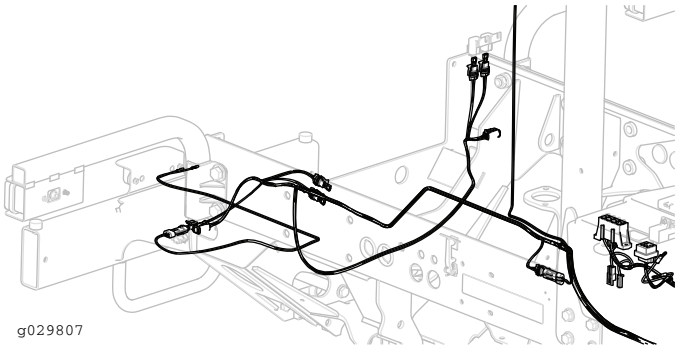

Bild 39
19. Verlegen Sie den rechten hinteren Kabelbaum unter der rechten Seite der Zugmaschine zum rechten Rücklicht (Bild 39).
21. Verlegen Sie den linken hinteren Kabelbaum unter der linken Seite der Zugmaschine zum linken Rücklicht (Bild 39).